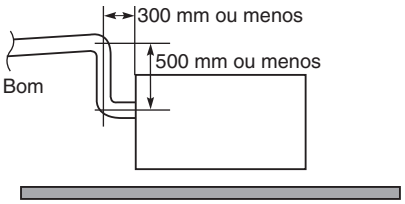

Fig. 3-11
- **Se for necessário aumentar a altura do tubo de drenagem, a secção directamente depois da abertura de ligação pode ser elevada até um máximo de 500 mm. Não a eleve mais do que 500 mm, pois isso poderia causar vazamentos de água. (Fig. 3-11)**